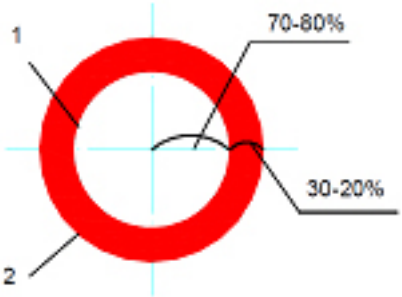

Figure 27
4-4-2 Using the aperture diaphragm (fig. 27)
● To identify the aperture diaphragm, the eyepiece can be removed or the centering telescope can be used. The aperture diaphragm looks as in fig. 27. The aperture can be changed by moving the aperture adjustment lever. ((1) is the image of the aperture diaphragm, (2) is the edge of the objective).